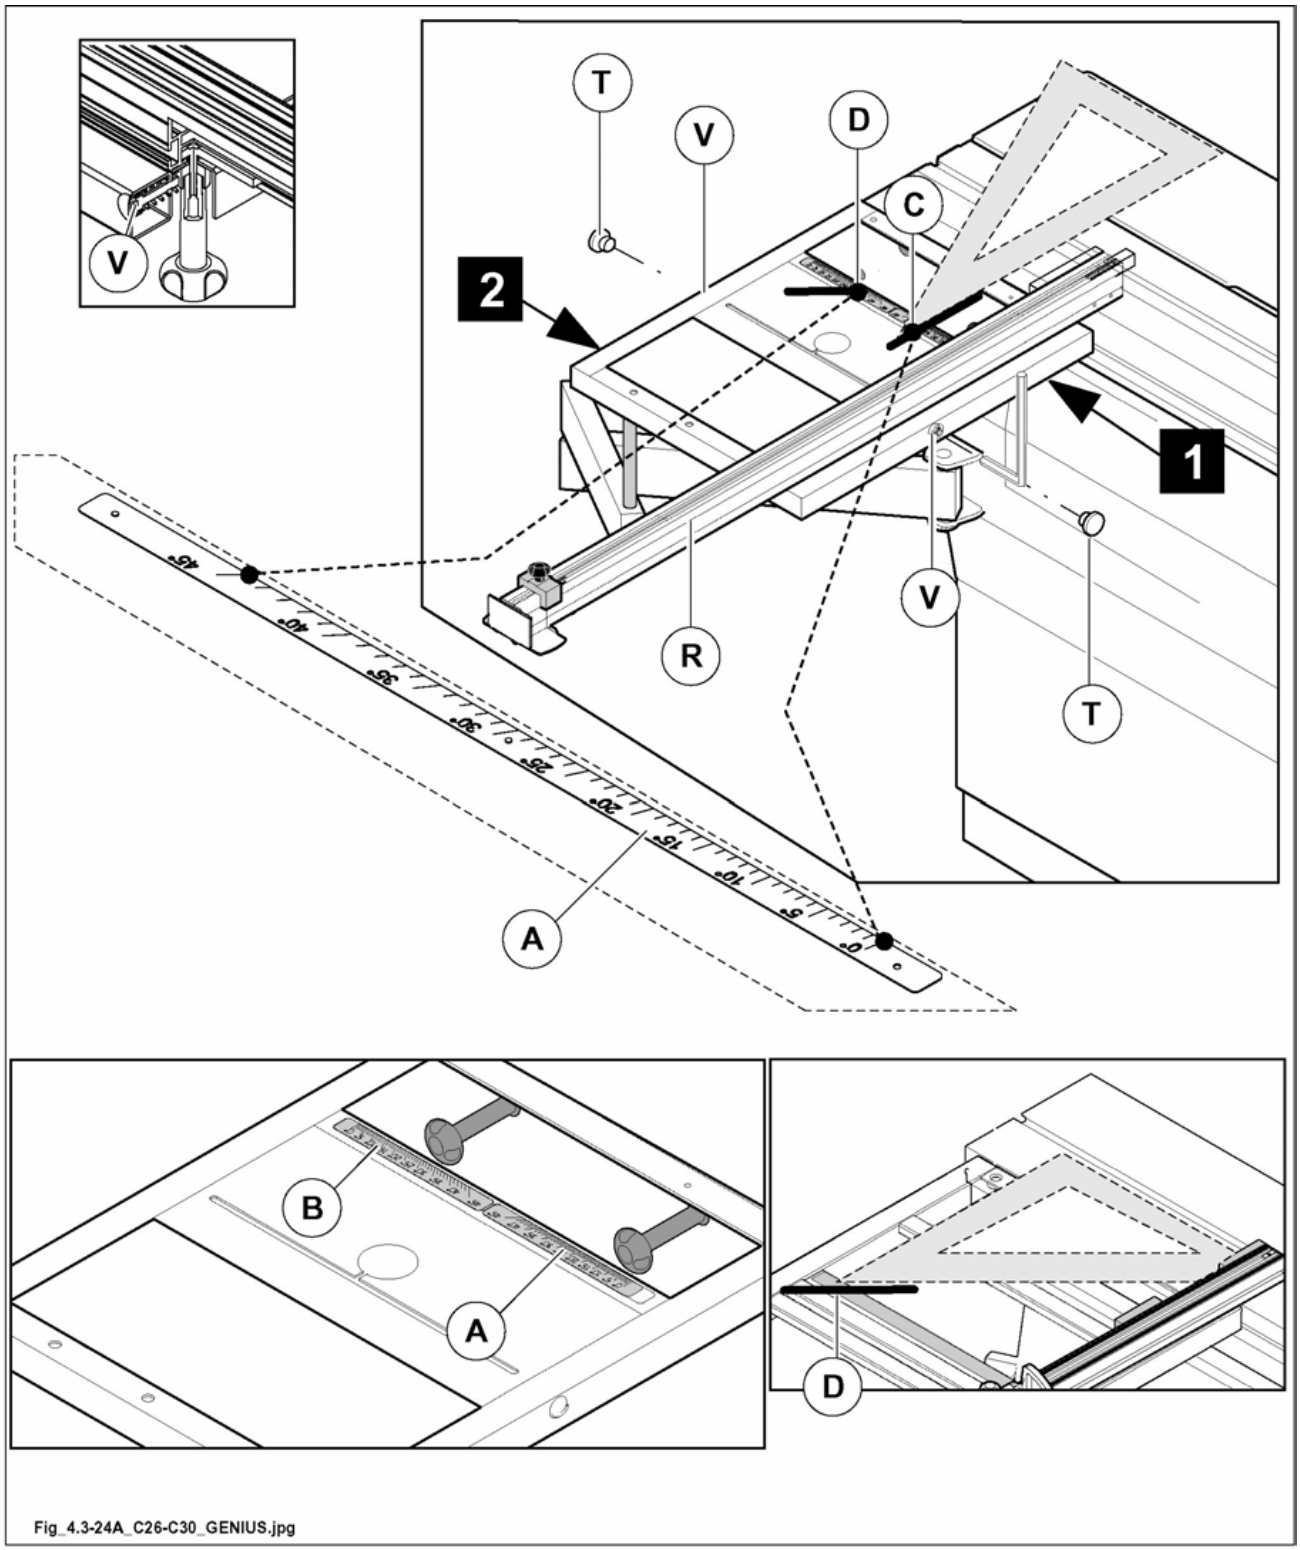

Fig. 4.3-24A
Finally, fit the graduated labels (A, B fig. 4.3-24A) as described below.
- Install the rule fence (R fig. 4.3-24A), for right angle cuts (0°), on side "1" of the supporting frame (see Sec. 4.3.24.2).
If the rule does not position correctly at 90°, remove the cap (T fig. 4.3-24A) and turn the adjusting screw (V fig. 4.3-24A) until the rule is positioned correctly at 90°.
- Mark, for example with a pencil, the position of the rule fence (C fig. 4.3-24A).
- Position the rule fence (R fig. 4.3-24A), for 45° mitre cuts, again on side "1" of the supporting frame (see Sec. 4.3.24.2).
- Mark, for example with a pencil, the position of the rule fence (D fig. 4.3-24A).
- Then take the adhesive label (A fig. 4.3-24A),
align its 0° and 45° marks with the two positions (C, D fig. 4.3-24A) previously marked on the frame, then attach the label to the frame.
After positioning the rule fence on side "2" of the supporting frame, repeat the operations listed above to fit the graduated label (B fig. 4.3-24A).